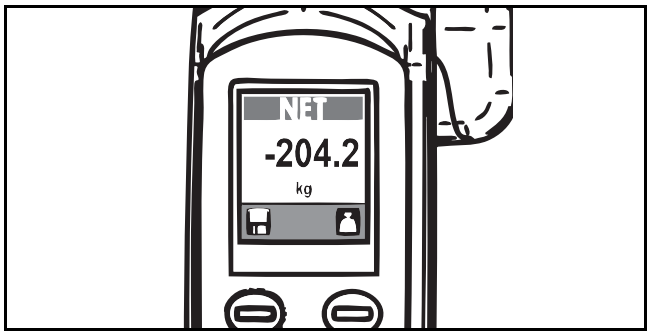

図 67
2) 移乗を完了して利用者様をリフトから降ろします。体重計にマイナスの数字が表示されます （図 67 を参照）。